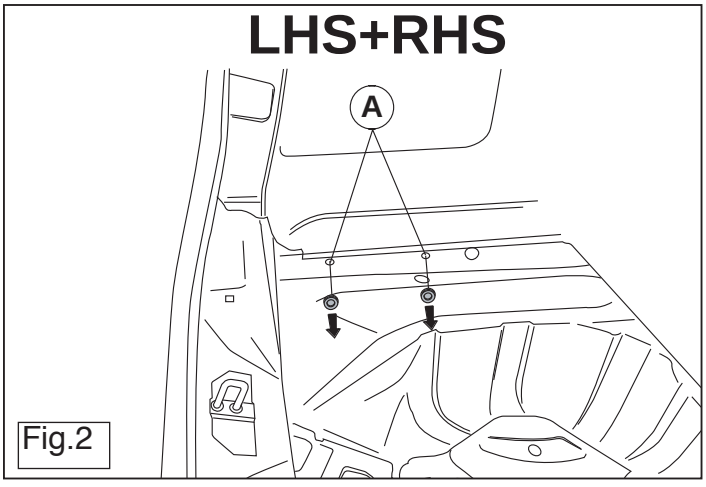

Fig.2
5 Verwijder t.p.v. de aangegeven punten (A) de rubberen doppen (zie fig. 2).
5. Remove the rubber caps at the points (A) indicated (see fig. 2).
6. Fit the side plates (B) in the chassis.
5. W oznaczonych miejscach usunàç gumowe nakŁadki (patrz rys. 2).
6. Zamontowaç pŁyty boczne (B) na podwoziu.
5. Bei den angegebenen Punkten (A) die Gummikappen entfernen (siehe Abb. 2).
6. Die Seitenplatten (B) in das Fahrgestell montieren.
5. Enlever les bouchons en caoutchouc à l'emplacement des points (A) indiqués (voir la fig.2).
6. Monter les plaques latérales (B) dans le châssis.
5. Avlägsna gummikåporna vid de markerade punkterna (A) (se fig. 2).
6. Montera in sidoplåtarna (B) i chassit.